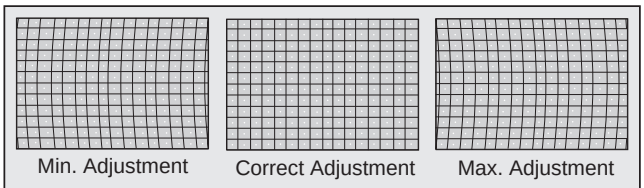

Figure 37. **SIDE Adjustment**
1. Enter Serviceman Mode, select “SIDE” and adjust so that lines at right and left are vertical like solid line. (See Fig. 37)